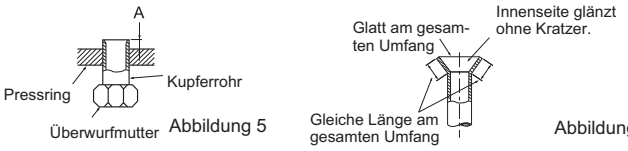

Abbildung 5 Abbildung 6
6) Führen Sie den Ablaufschlauch durch die Wanddurchbruchhülse (C) und haken Sie den oberen Teil des Innengerätes an der Montagetraverse (1) ein. Bewegen Sie das Innengerät dann vollständig nach links, damit Sie die Verrohrung einfacher an der Rückseite des Geräts anbringen können.
7) Schneiden Sie ein Stück Karton aus der Versandverpackung, rollen Sie dieses und haken Sie es an der Rückseite fest. Verwenden Sie die Kartonrolle als Abstandshalter beim Heben des Innengeräts. (Abbildung 5)
8) Verbinden Sie die Kältemittelleitung mit dem Verlängerungsrohr (B).
9) Schieben Sie den unteren Teil des Innengerätes in die Montagetraverse (1).